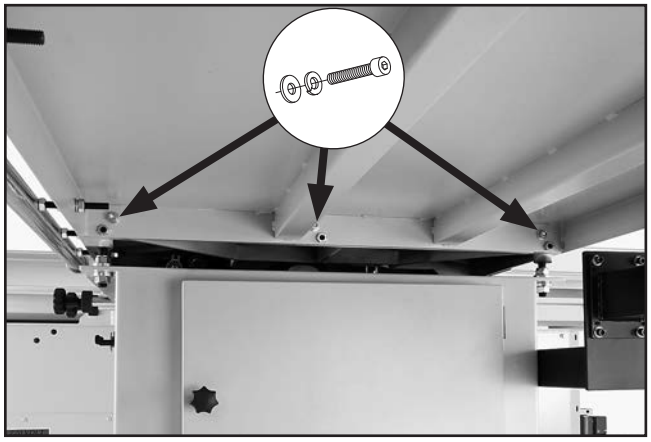

Figure 26. Underside view of large extension table attached to cabinet.
11. Attach large extension table to cast iron table using (3) pre-installed M10-1.5 x 25 cap screws, 10mm lock washers, and 10mm flat washers (see **Figure 26**). Only hand tighten cap screws for now. They will be fully tightened in a later step.